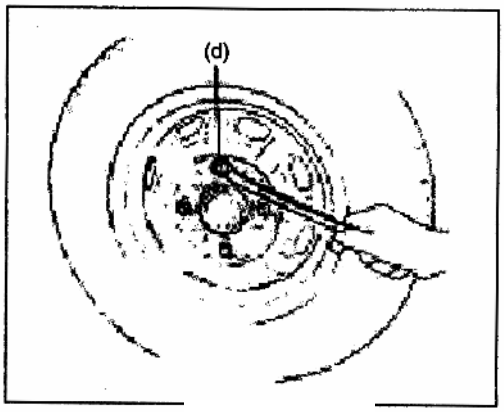

Рис. 589
14) Установите колеса и затяните гайки колес требуемым моментом (Рис. 589).